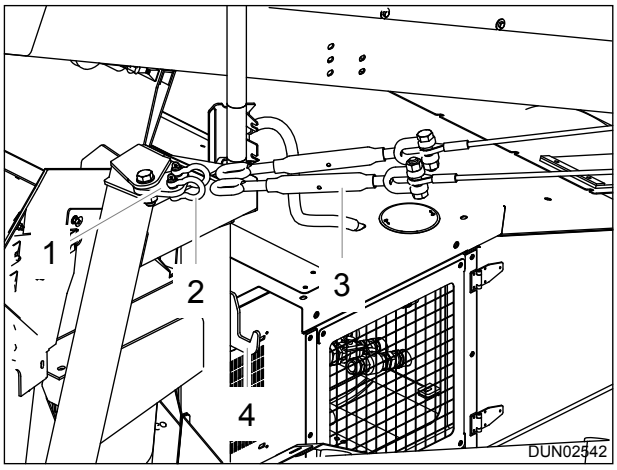

Figure 6.23 - D-Shackles, Wire Rope and Conveyor Hanging Brackets
12. With the conveyor resting on level ground, use two of the supplied D-shackles (Item 2) to fix each wire rope (Item 3) to the conveyor hanging brackets (Item 1), Reference: Figure 6.23.